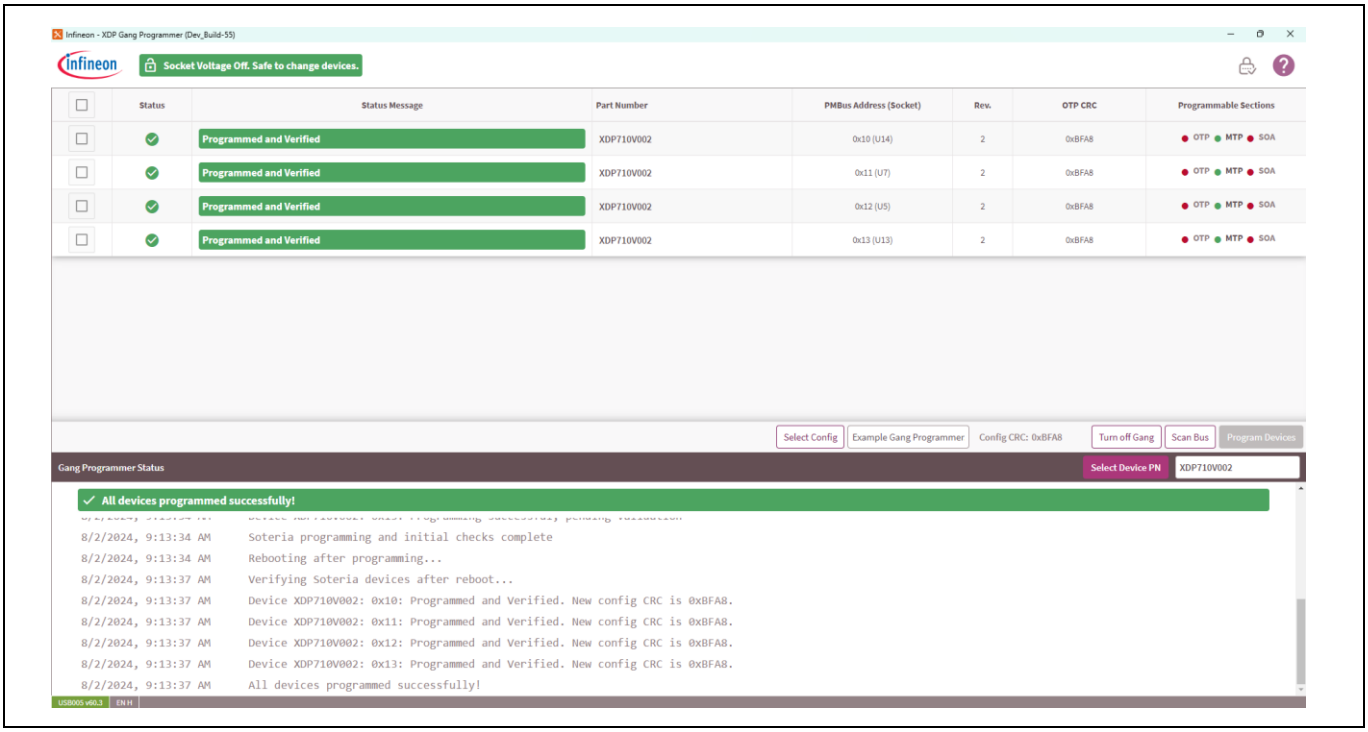

Figure 30 Successful programming of all four devices
- After the validation is complete, the socket voltage message indicating that the device is programmed correctly appears as shown in Figure 30